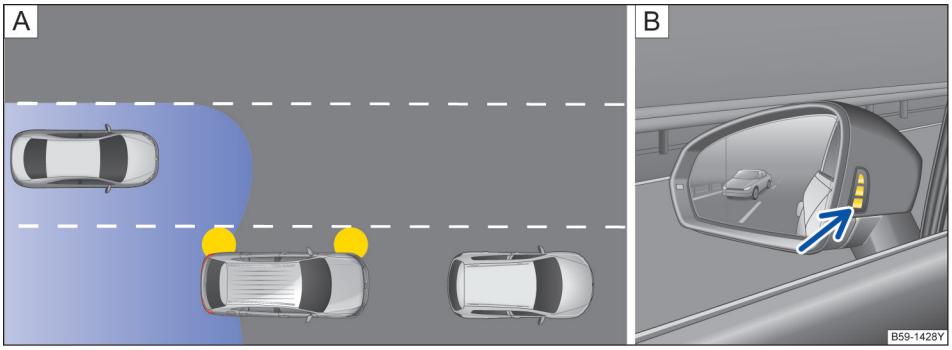
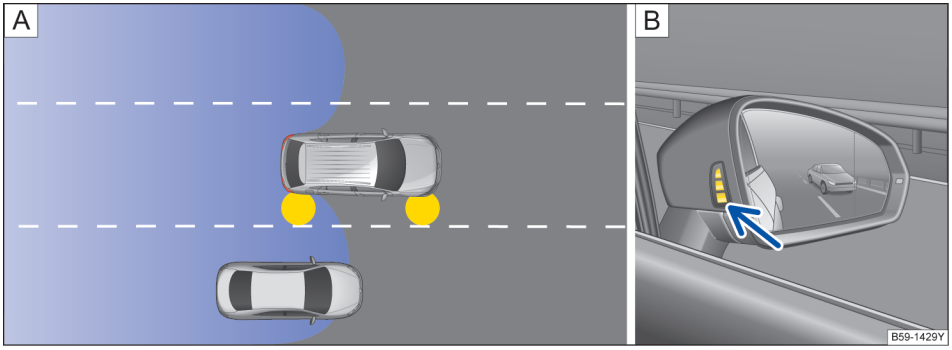

图 151 原理图：[A] 后方有车超车的行驶状况 [B] 左侧车外后视镜上的变道辅助传感器显示
图 152 原理图：[A] 超车和并道的行驶状况 [B] 右侧车外后视镜上的变道辅助传感器显示
在下列行驶状况下，车外后视镜中会亮起显示→图 151 [B]（箭头）或 →图 152 [B]（箭头）：
- 当另一辆汽车正在超越本车时→图 151 [A]。
- 在以约 10 km/h 的速度差超越另一辆汽车时→图 152 [A]。在明显快得多的超车过程时不会出现显示。